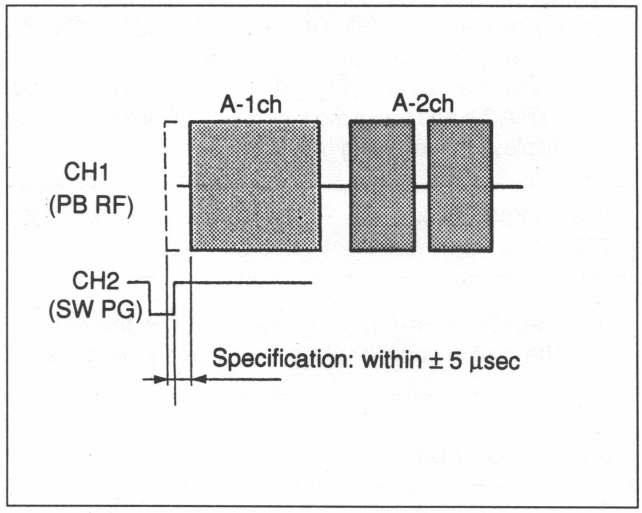

Fig. 8-8-3. PG Phase Check (2)
3. Select the CH-1 (probe) connection to TP4 on the DM-77 (A) board.
5. Check that the phase difference of CH-1 (PB RF) and CH-2 (SW PG) pulses shown in Fig. 8-8-3 satisfies the specification. If the specification is not satisfied, perform section 8-8-2. PG Phase Adjustment.
3. Adjust the key on the control panel so that the phase difference of CH-1 (SW PULSE) and CH-2 (SW PG) pulses shown in Fig. 8-8-3 satisfies the specification.